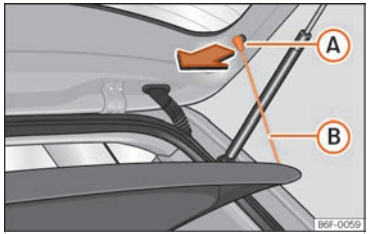

Fig. 175 Al maleter: desmuntar i muntar la safata.
- Desenganxeu els tirants de subjecció ››› fig. 175 (B) dels allotjaments (A).
- Enganxeu els tirants de subjecció ››› fig. 175 (B) a la porta posterior.